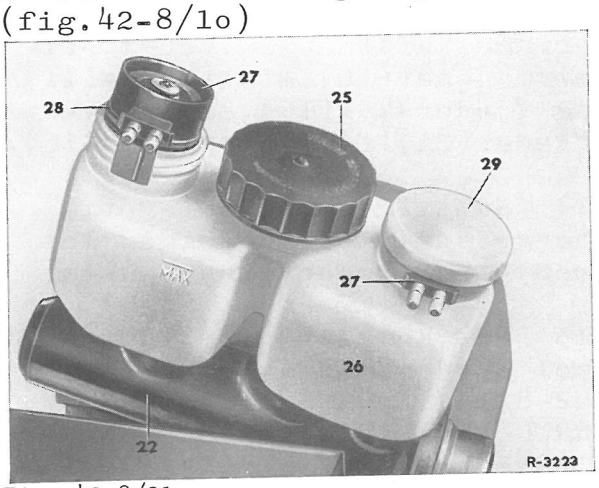

Fig. 42-8/21
24 Kontakindsatsene(27)sættes ind i udligningsbeholderen og dæksel (29)skrues på(fig. 42-8/21).
25 Sprøjteskærmen(23)og sien(24) indsættes i udlingningsbeholderen. (fig. 42-8/1o)